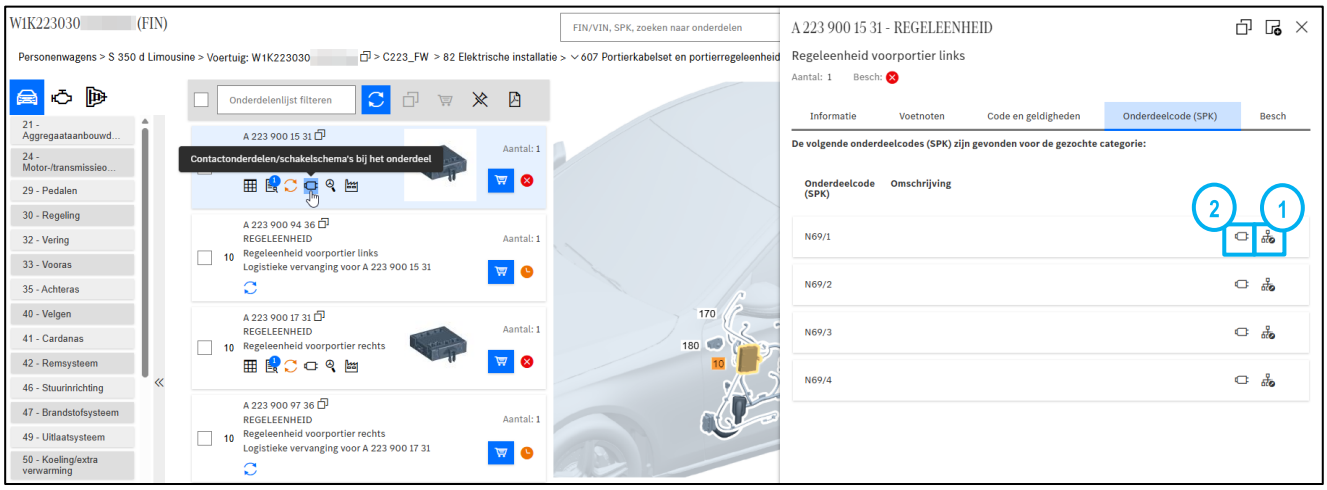

Afbeelding 48 "Schakelschema (1) openen"
Een klik op het symbool voor de contactonderdelen in het overzicht van de regeleenheden (Afbeelding 48 ②) start de zoekactie naar contactonderdelen voor dat onderdeel. Alle geschikte contactonderdelen worden weergegeven: